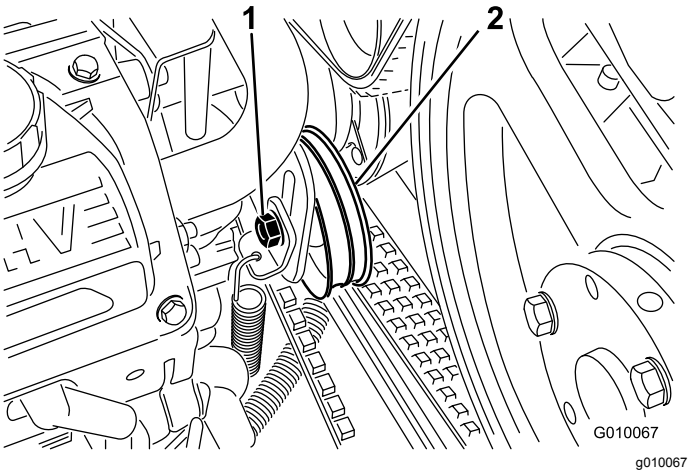

Rysunek 58
4. Poluzuj śrubę jałowego koła pasowego paska pompy na tyle, aby umożliwić ruch w granicach zakresu regulacji (Rysunek 58).